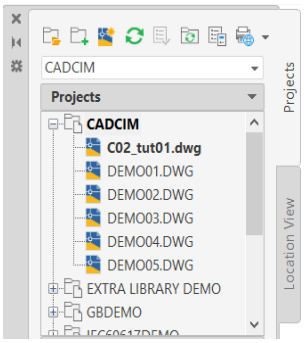

Figure 2-67 *The* ***PROJECT MANAGER*** *displaying the* ***CADCIM*** *project with the drawings added to it*
4. Choose the **Yes** button from this message box; the selected drawings are added to the **CADCIM** project, as shown in Figure 2-67.